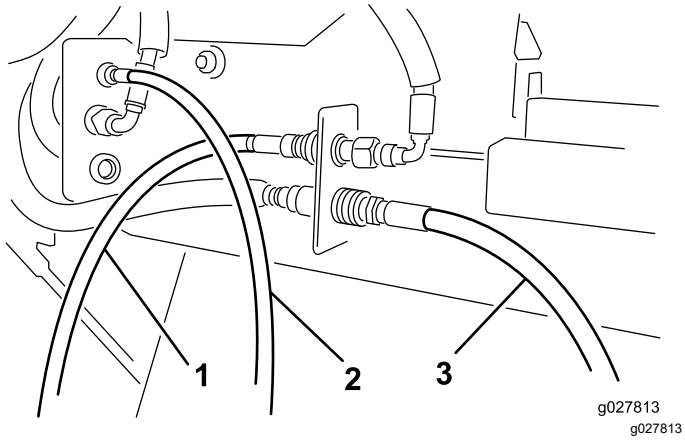

图 5
5. 如图 5所示将液压马达软管快速接头连接到 Versa Vac 接头上。